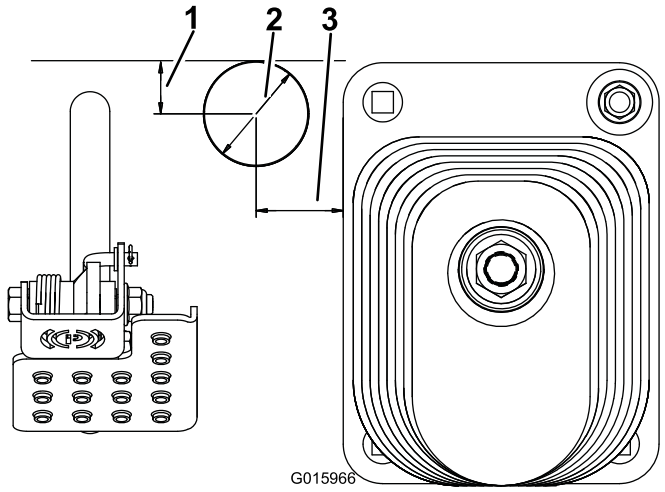

Figure 4
2. Using the dimensions shown in Figure 4, locate, mark and drill a 2 inch (51 mm) diameter hole in the floor plate.